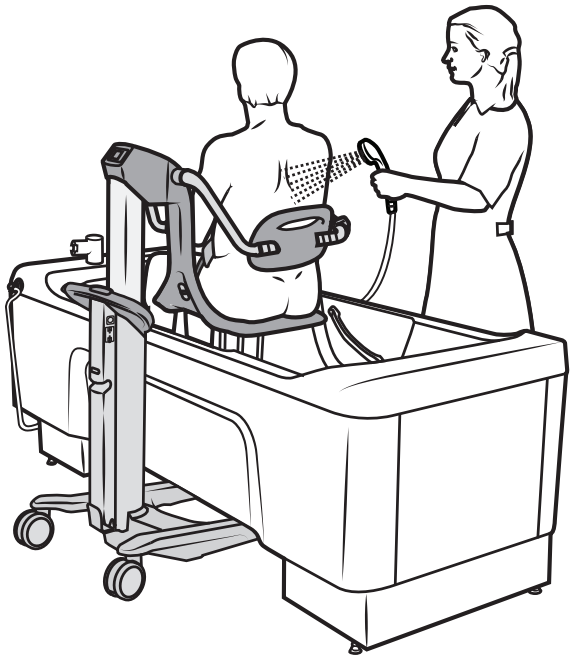

Afbeelding 35
11. Douch de zorgvrager Zie Afbeelding 35.